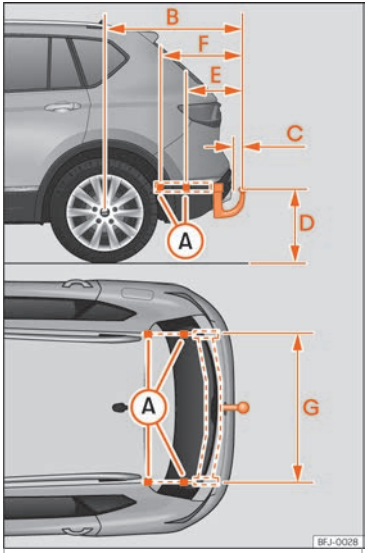

Fig. 299 Cotas y puntos de fijación para el montaje posterior de un dispositivo de remolque.
Si se monta posteriormente un dispositivo de remolque, se deberán tener siempre en cuenta las cotas de distancia. La cota entre el centro del cabezal esférico y la calzada ››› fig. 299 (D) no deberá ser nunca inferior a la indicada. Esto rige también con el vehículo a plena carga, incluyendo la carga vertical máxima técnicamente admisible sobre el acoplamiento.
Cotas de distancia ››› fig. 299: